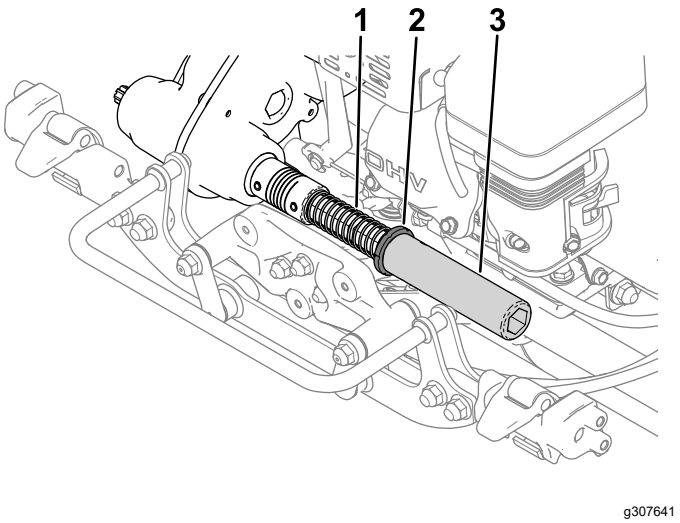

Figur 3
2. Montera fjädern, flänsen och sexkantsröret på transmissionens kopplingsaxel (Figur 3).